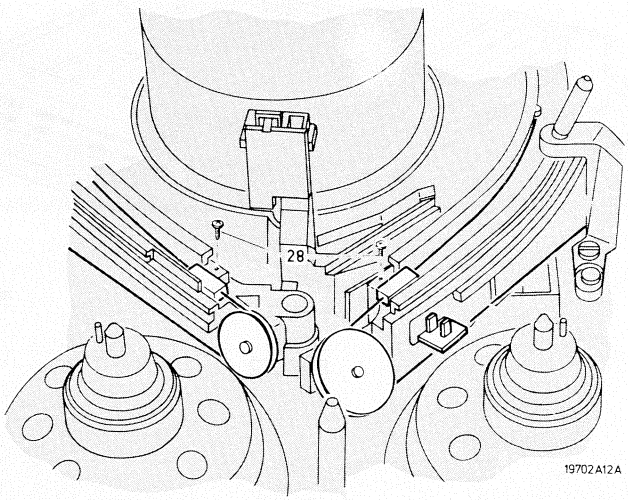

Fig. 2.9
- Die Schrauben 28 lösen (Abb. 2.9).
- Den VCR von Hand in die ausgefädelte Stellung bringen (Mitnahmenocken am Einfädelseil gegenüber den Löchern der Sicherungsschrauben (siehe Abb. 2.9).
- Schraube 28 befestigen (Abb. 2.9).
- Die Einfädelvorrichtung so weit verdrehen, dass die Mitnahmenocken an den Anfang der Schlittenführungen gelangen; siehe Abb. 2.9.